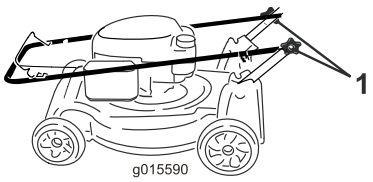

Figuur 35
1. Draai de knoppen van de handgreep los totdat u het bovenste deel van de handgreep vrij kunt bewegen (Figuur 35).
1. Handgreepknoppen (2)
2. Beweeg de handgreep naar voren zoals word getoond in Figuur 35.